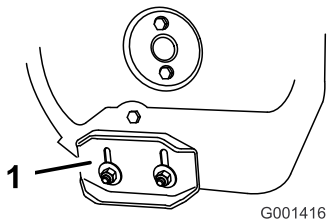

Figur 43
3. Lossa de muttrar som håller fast medarna på matarskruvens sidor, tills medarna enkelt kan flyttas upp och ned (Figur 43).